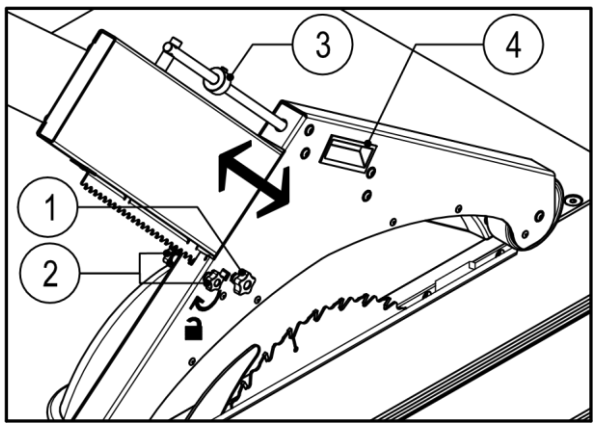

Fig.27
Регулировка высоты осуществляется путем ослабления ручки (рис. 27, 2). При обычном использовании потяните ручку (рис. 27,2) назад и опустите лезвие пилы на рабочий стол. Крышка пилы автоматически поднимается при подходе заготовок до определенной толщины. Для заготовок, где требуется большая высота реза: возьмите кожух пилы за рукоятку (4), потяните ручку (2) назад и установите лезвие пилы в нужное положение. Снова нажмите ручку 2 вперед, и кожух будет зафиксирован. Кожух пилы больше не может опускаться, но поднимется, если будет установлена более высокая заготовка. Для фиксации в обоих направлениях, ввинтите зажимную рукоятку (рис. 27,1). Для установки максимальной высоты среза установите кольцо (3) в нужное положение.